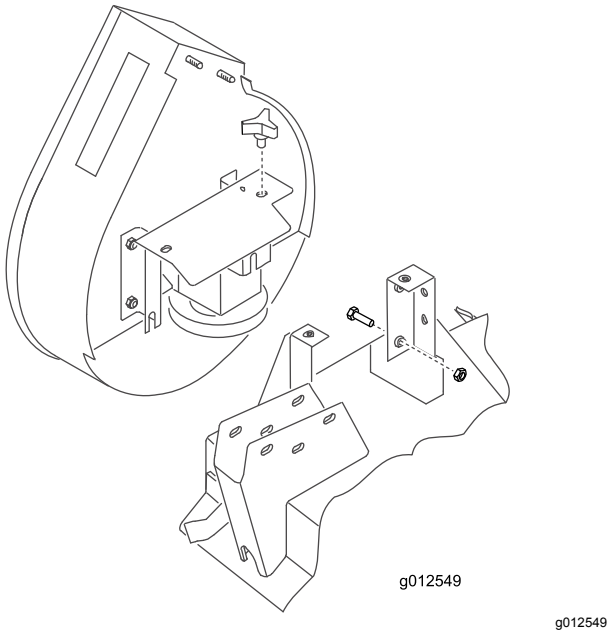

図 21
2. ブロアを取り付けブラケットの整列用スタッド 図 21 入れてベルトをブロアプーリに掛け回す。